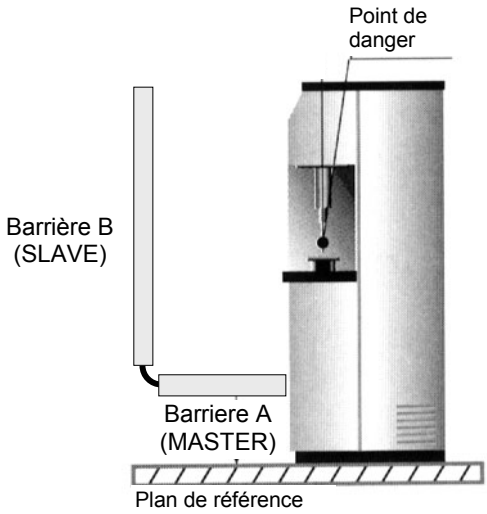

Figure 3
L'application la plus commune est représentée sur la figure ci-après : la barrière horizontale (A) a été ajoutée pour éliminer tout risque pour l'opérateur de rester entre la barrière verticale (B) et la machine dangereuse à la mise sous tension ou au redémarrage de l'installation (Figure 3).